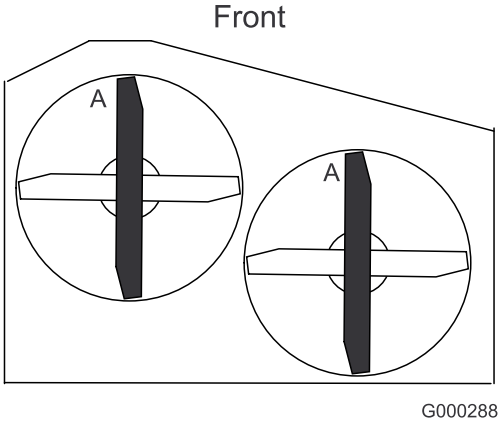

Figur 48
3. Rotera knivarna tills ändarna är riktade framåt och bakåt. Mät från ett jämnt underlag till knivseggen, läge **A** (Figur 48). Anteckna detta mått.